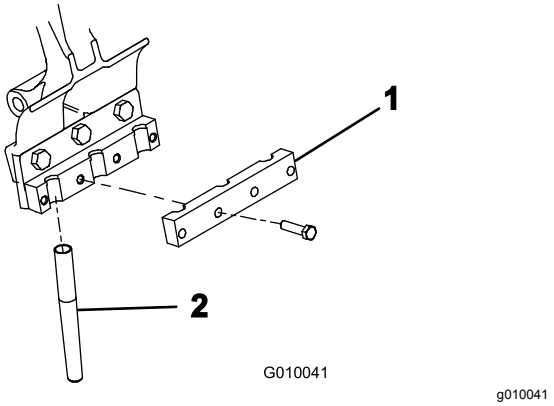

Figur 26
5. Fest en pipeklemme løst på hver pipeholder (Figur 26) med fire bolter (⅜ x 1½ tomme). Ikke stram boltene.